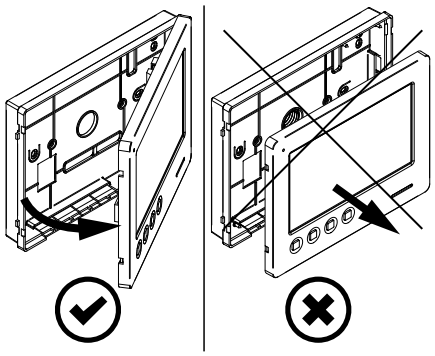

Fig. 2
2. Tirare verso l'esterno la parte sinistra del coperchio come mostrato in **Fig. 2**. **Non tirare il coperchio in direzione dritta.**